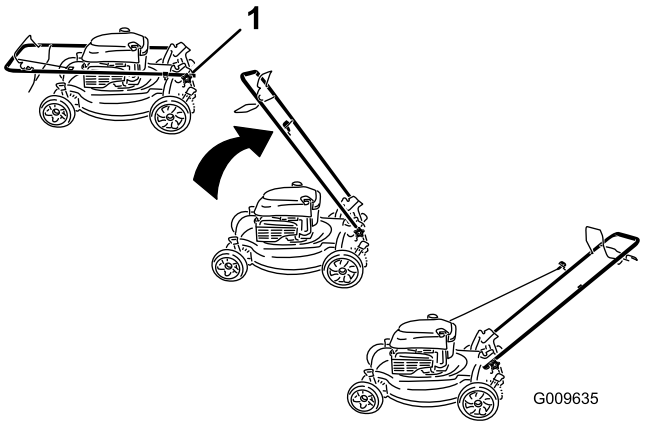

Bild 3
1. Nehmen Sie die Bügelhandräder vom Mähergehäuse ab (Bild 3).
1. Bügelhandrad (2)
3. Montieren und ziehen Sie die Griffhandräder fest, die Sie in Schritt 1 (Bild 3) entfernt haben.